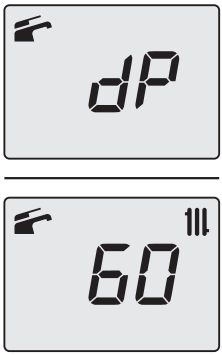

Figure 7.7
- Press button 15 3 times until the LCD display indicates the letters **dP** (chimney sweep active in maximum DHW mode) that alternate with the value of the heating water temperature (e.g.**60**), indicating the activation of the "chimney sweep function" at maximum output in DHW mode (Figure 7.7).